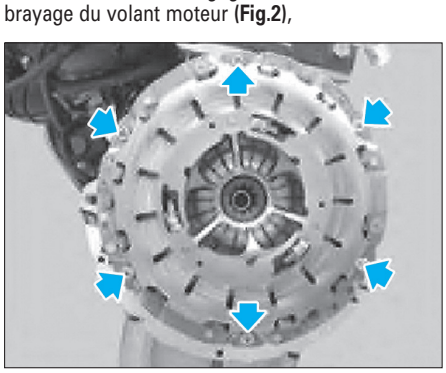

Fig. 2
- les vis (flèches) et dégager le mécanisme d'embrayage du volant moteur **(Fig.2)**,